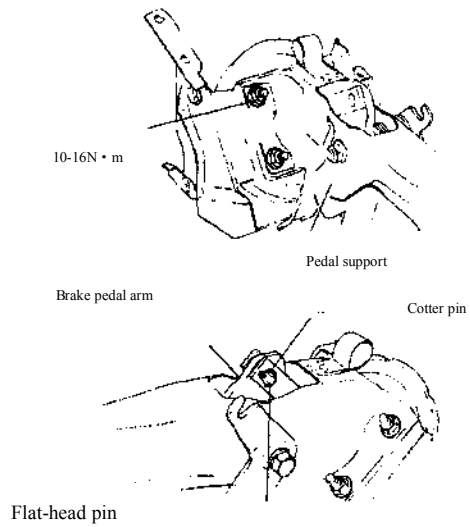

Fig.3.7-23
(3) Install the vacuum booster to the pedal support as indicated in Fig.3.7-23. And then install the vacuum booster adjusting fork to the brake pedal fork arm by using pin and cotter pin.
(4) Screw the vacuum booster to the specified torque.